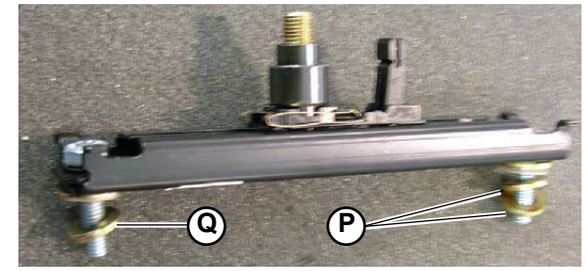

Fig.6
- **2 spacers (P-Fig. 6) for each of the upper screws**
- **1 spacer (Q-Fig. 6) for each of the lower screws**